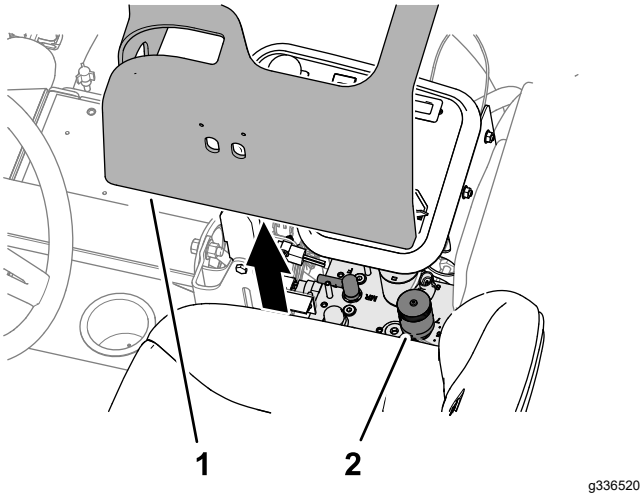

Figur 48
2. Lyft upp kåpan från reglagearmen (Figur 48).